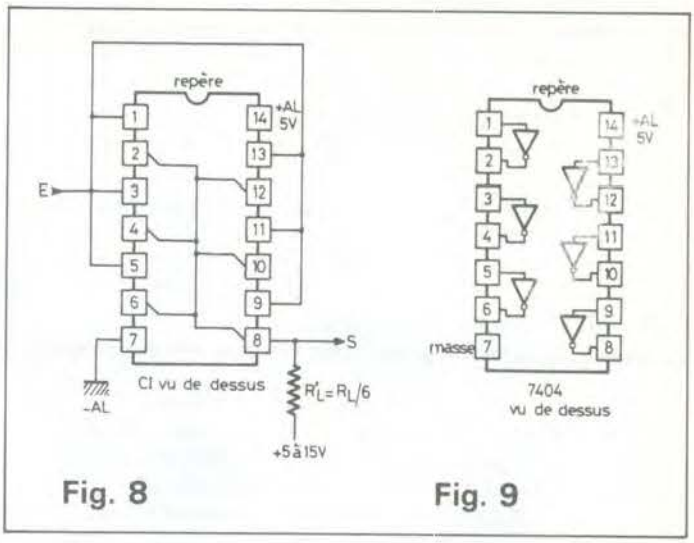

Fig. 8 Fig. 9
PAUL. – En me baisant sur le schéma simplifié du boîtier donné à la **figure 6**, j'ai effectué les connexions comme indiqué à la **figure 8**.
2.3.0. On a vu que le simple fait de relier le collecteur du transistor (a) à la base du transistor (b) par une capacité C(b) **non accompagnée d'une résistance en parallèle**, avait pour conséquence d'obliger la bascule à un **état forcé** dans lequel (a) est passant et (b) bloquant. La distribution des tensions était alors celle de la **figure 8**.